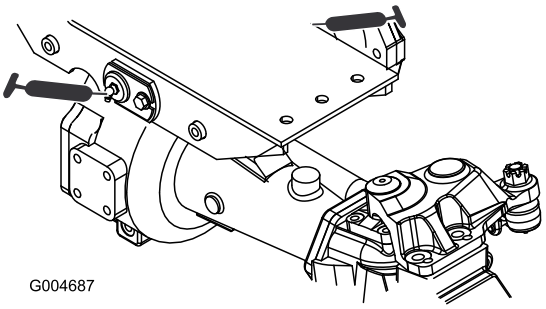

Figur 37
- Främre och bakre axeltappsbussningar (2) (Figur 37)